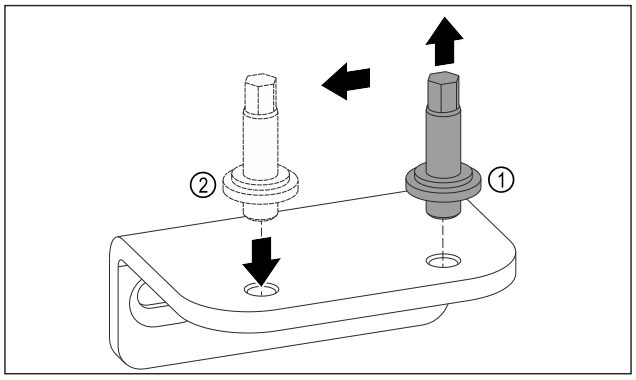

*Fig. 13*
- ▶ Deșurubați și demontați bolțurile de pe suportul inferior de lagăr cu cheia cu hexagon exterior SW5. *Fig. 13 (1)*
- ▶ Montați bolțurile pe partea opusă. *Fig. 13 (2)*